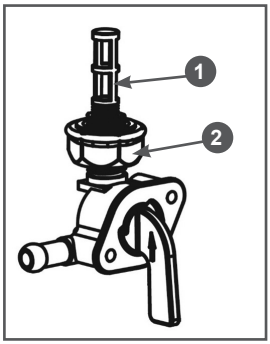

Рис. 23 Фильтр в топливном кране
Каждые 300 часов работы или один раз в год в зависимости от того, что наступит раньше, необходимо производить очистку топливного бака от грязи и конденсата. Перед этим рекомендуется полностью выработать топливо. Одновременно с очисткой топливного бака необходимо проверять и очищать фильтр, установленный в топливном кране (Рис. 23). Поврежденный или сильно загрязненный фильтр необходимо заменить.
4. Открутите контргайку 2 на 1-2 оборота после чего выкрутите топливный кран из топливного бака (Рис. 23).
5. Выкрутите из корпуса топливного крана сетчатый фильтр 1 (Рис. 23).